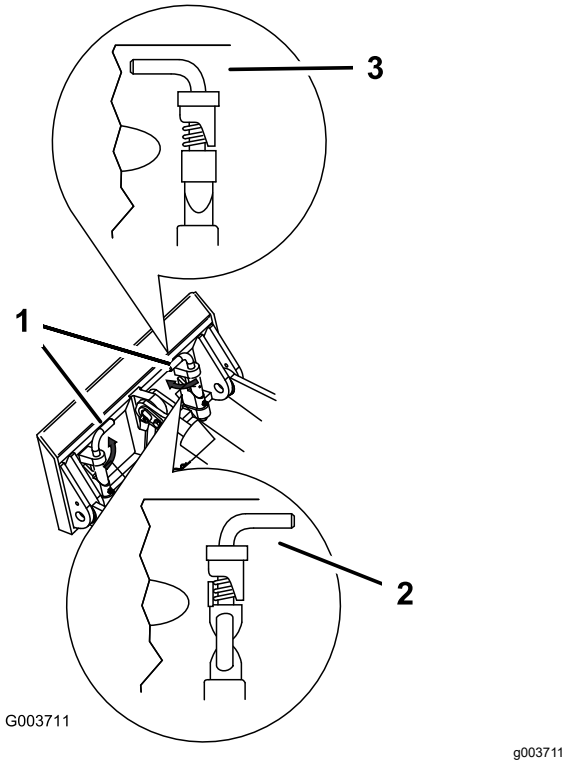

Figuur 25
7. Zet de snelkoppelingspennen vast en zorg ervoor dat deze volledig in de bevestigingsplaten zitten (Figuur 25).